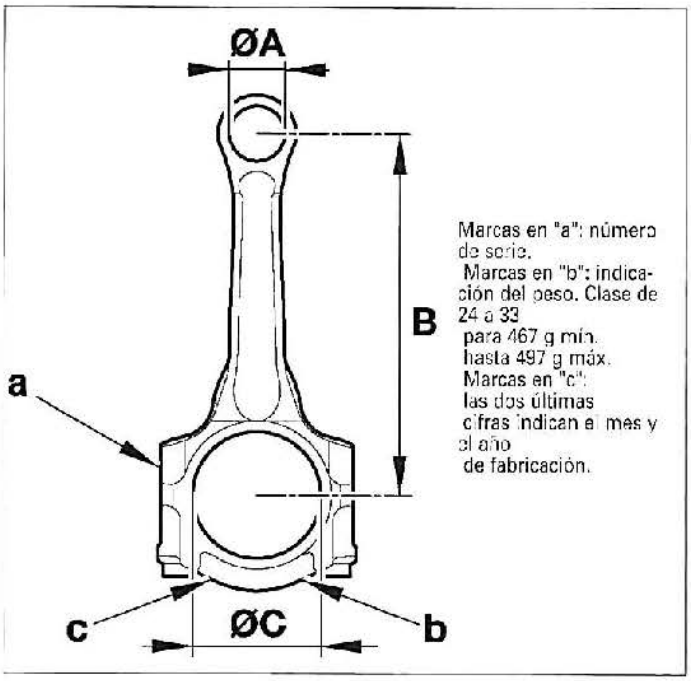

FIG. 9
Entreejes (B) (fig. 9): 133,5 ± 0,03 mm.